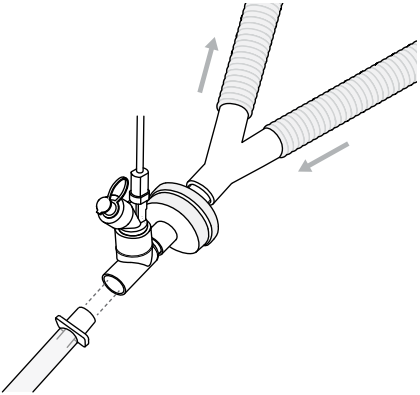

Rysunek 9. Umieszczenie nebulizatora Aerogen Solo między wymiennikiem HME a rurką intubacyjną.
4. W takiej konfiguracji należy używać wyłącznie wymienników HME zatwierdzonych do użycia z nebulizatorem (Rysunek 9). Wymiennik HME z nebulizatorem należy stosować zgodnie z instrukcją obsługi dostarczoną przez producenta wymiennika. Należy się upewnić, że całkowita pojemność łączna nebulizatora, łącznika T oraz ewentualnie podłączonego wymiennika HME jest właściwa dla dostarczanej objętości oddechowej. Nebulizatora nie należy umieszczać między trójnikiem a pacjentem neonatologicznym. Przeciwwskazanie — patrz strona 197.